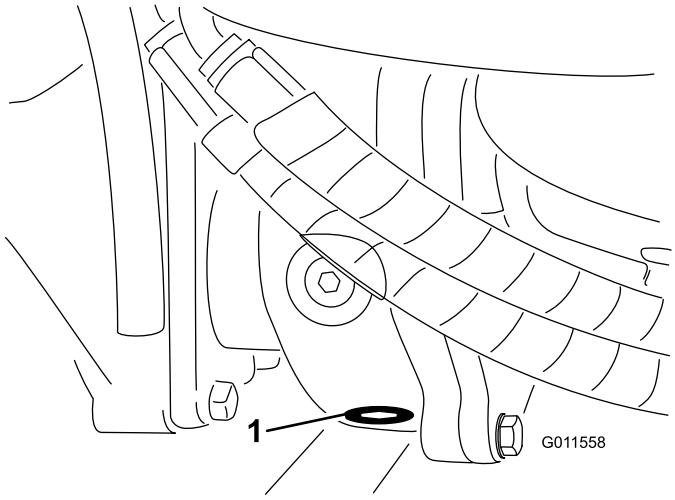

Figur 63
5. Rengør området rundt om aftapningsproppen i bunden af gearkassen (Figur 63).